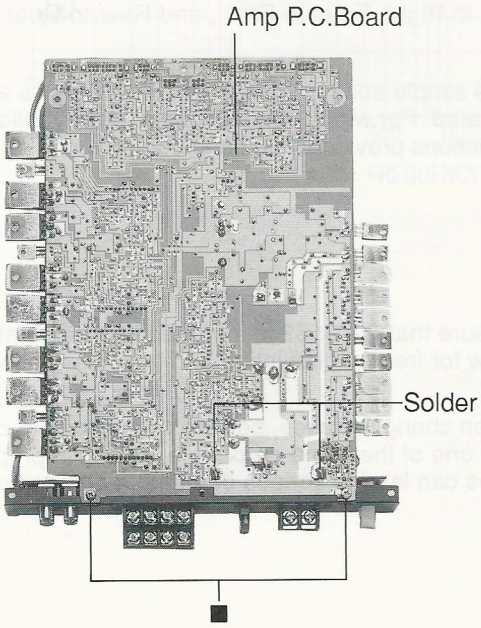

Figure 3
(2) Remove two screws marked " ■ " and the solders located two places as shown in Figure 3.